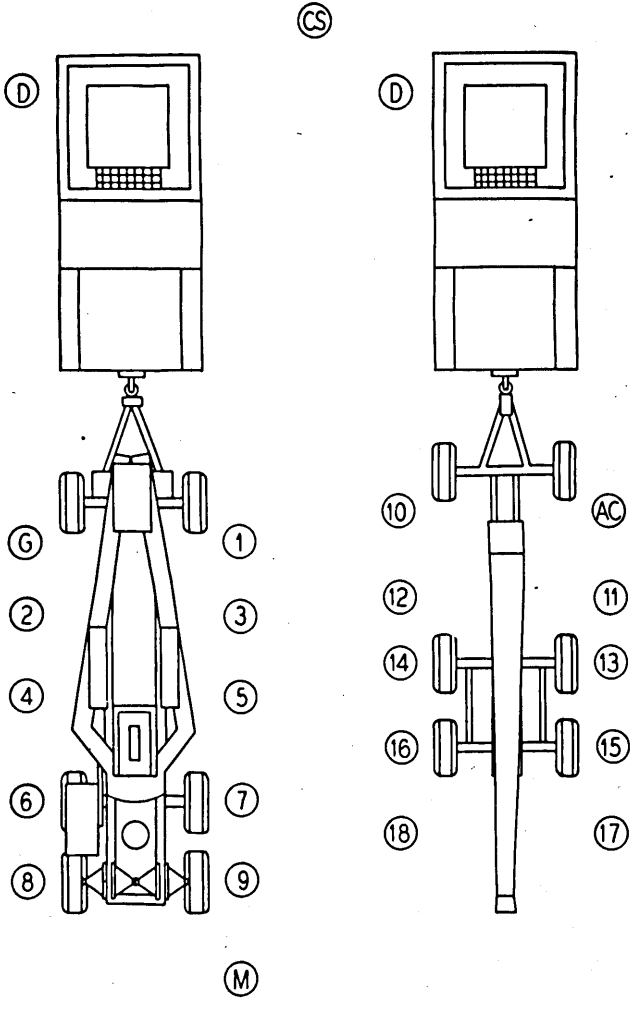

Figure 2. Posts of cannoneers, loads coupled.
6. POSTS OF HOWITZER SECTION. a. Transport wagons coupled. The cannoneers of the howitzer section are posted as in figure 2. All are 2 feet outside the wheels and facing to the front.